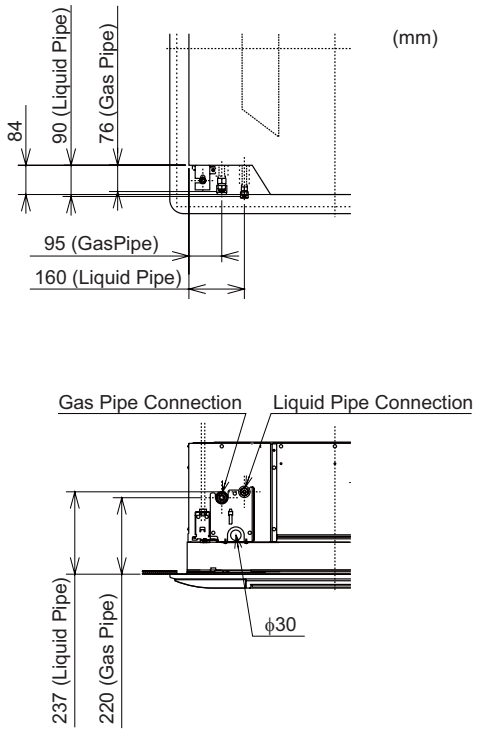

Fig. 5.1 Position of Piping Connection
(1) Position of piping connection is shown in Fig. 5.1. (Indoor Unit)